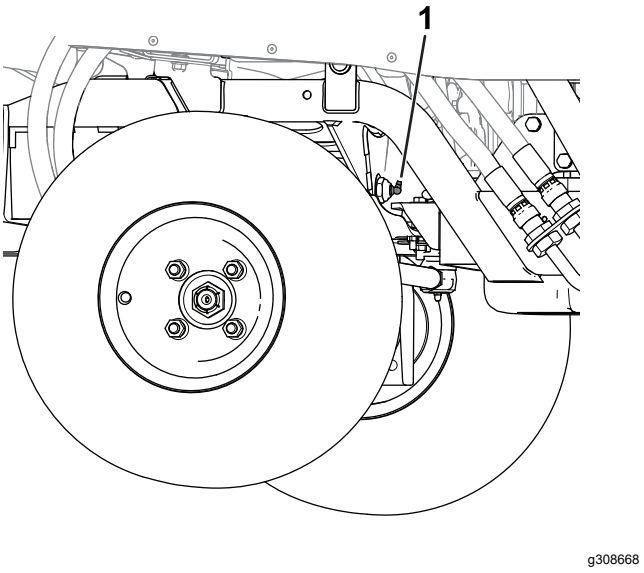

Рисунок 46
- Ось поворотного шкворня моста (Рисунок 46)